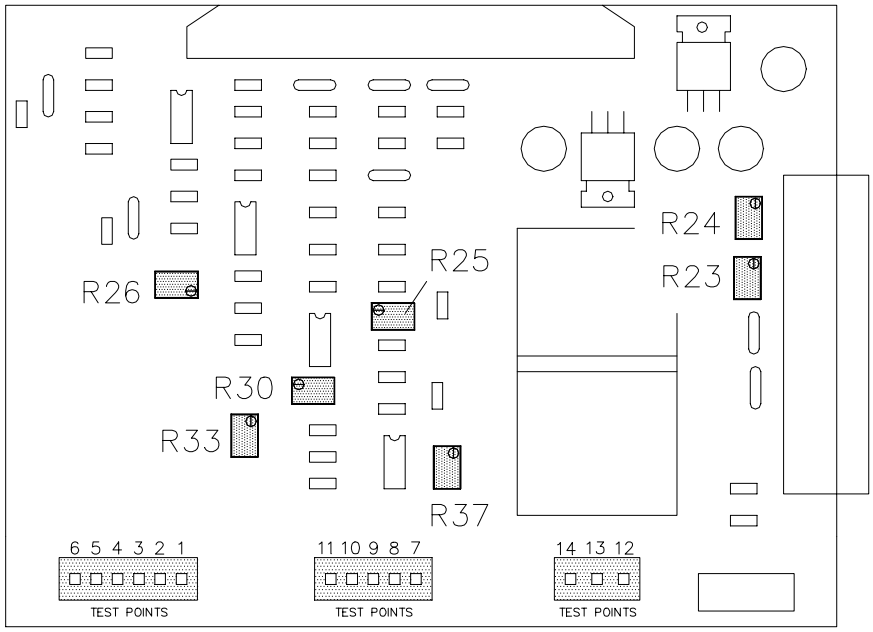
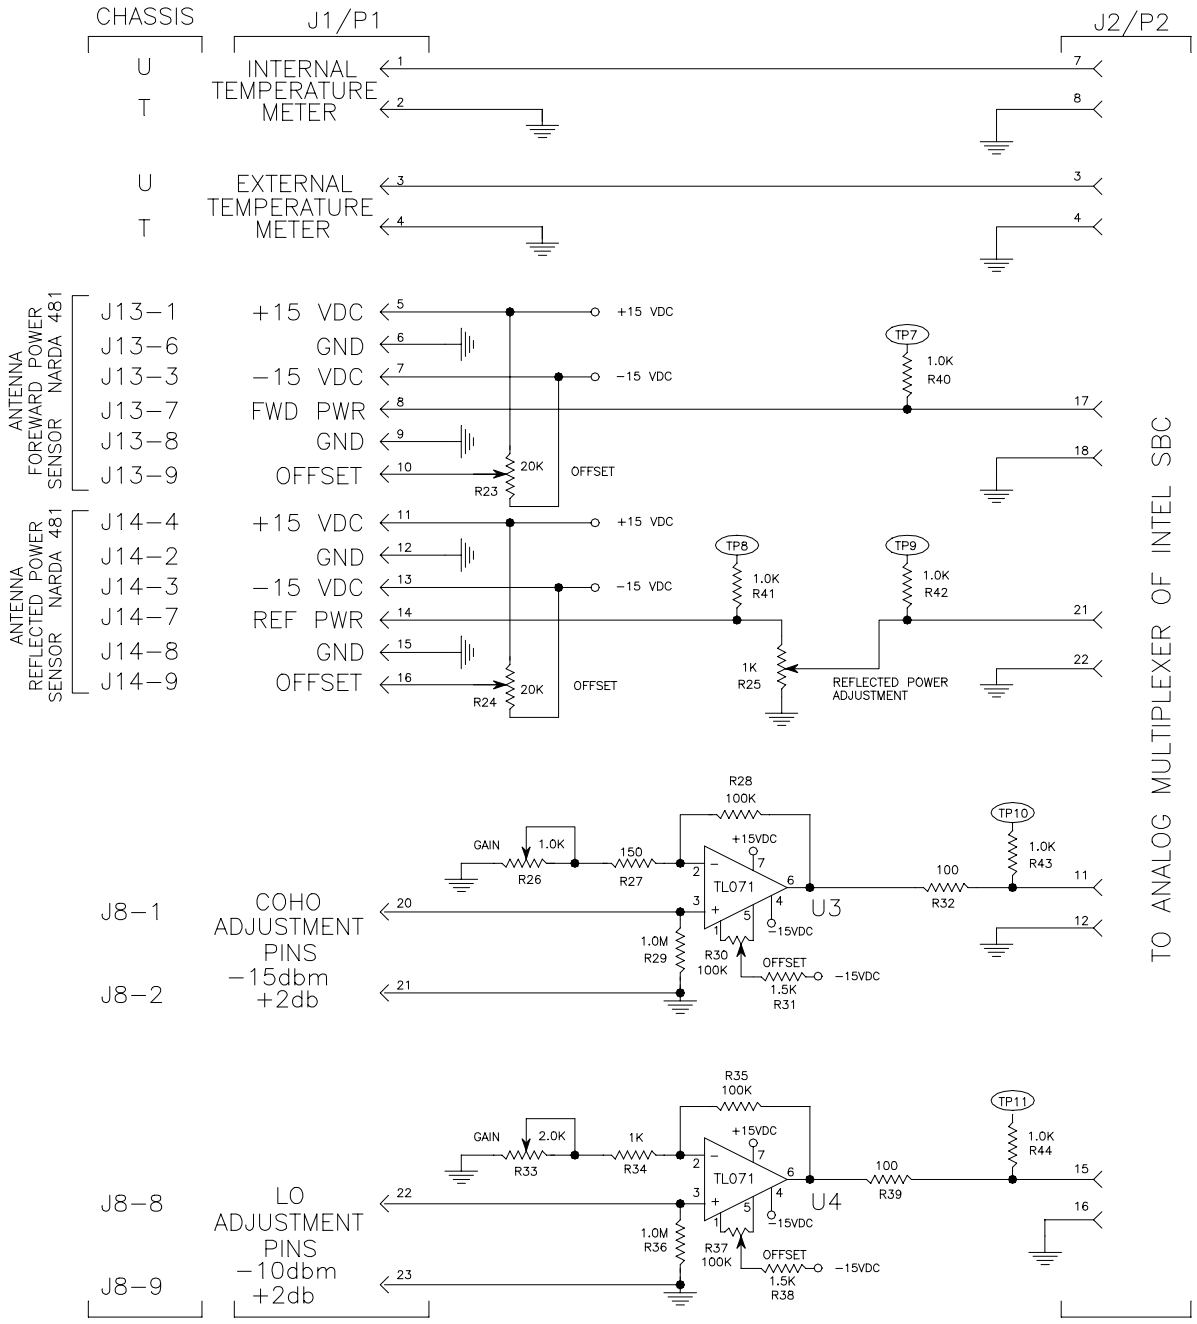

Figure 4-26 Analog Interface Board Component Layout
Figure 4-28 Analog Interface Board Schematic Diagram (2 of 2)
For reference purposes, the Analog Interface Board component layout and schematic diagrams are provided in Figure 4-26 through Figure 4-28.
5. Connect the ground lead of the DVM to TP14(GND) on the SSM Analog Interface Board, and the positive lead to TP10(+). See Figure 4-26 for the location of the test points.
2. Connect the DVM between TP7(+) and TP14(GND) of the Analog Interface Board inside the SSM chassis (see Figure 4-26).
6. Connect the DVM to TP8(+) and TP14(GND) (see Figure 4-26) and adjust R24 for 0 VDC (± 10mV).